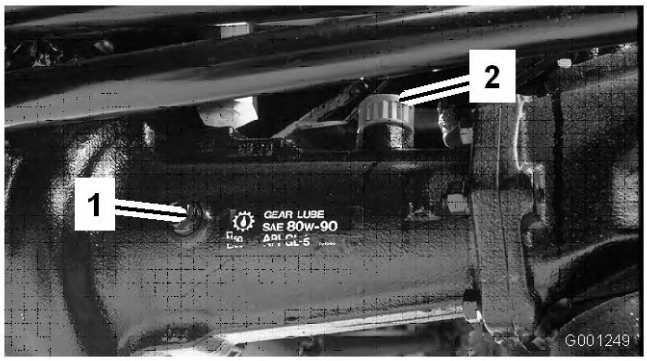
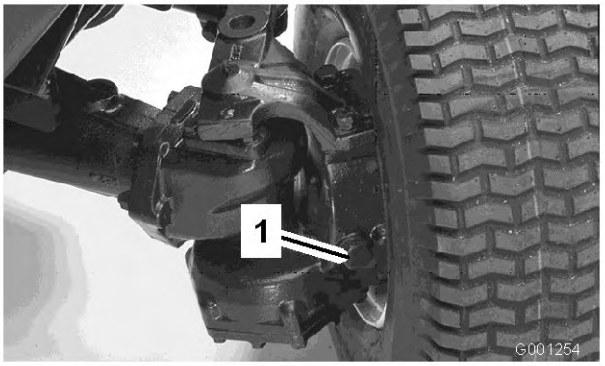

Figur 26
Figur 27
2. Fjern kontrolpropperne fra akslen, og sørg for, at smøreolien når op til bunden af hvert hul. Hvis oliestanden er lav, fjernes påfyldningspropperne, og der hældes tilstrækkelig olie på, til at den når op til bunden af kontrolprophullerne (Figur 26 og Figur 27).